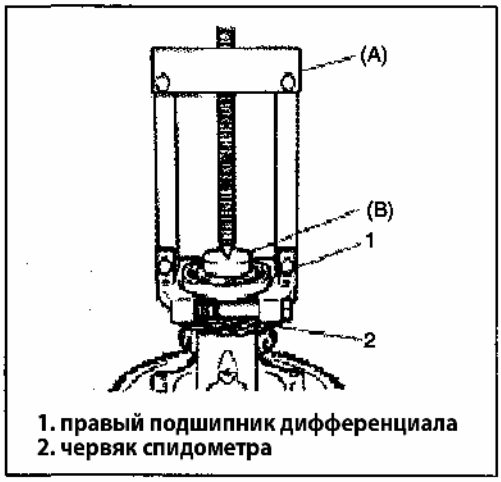

Рис. 392
1) Снимите правый подшипник при помощи съемник (Рис.392).